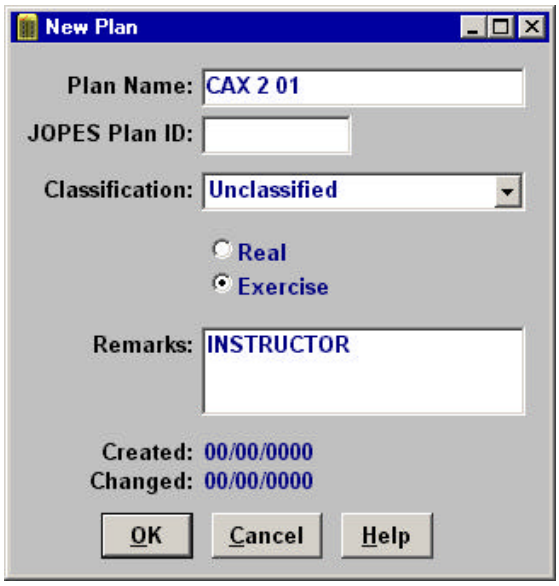

Figure 2.
STEP 2. Select the **New Plan** option. In the Plan Setup box, you are prompted to enter a Plan name, JOPES ID, classification, designate the plan as Real or an Exercise and Remarks. (see Figure 2)